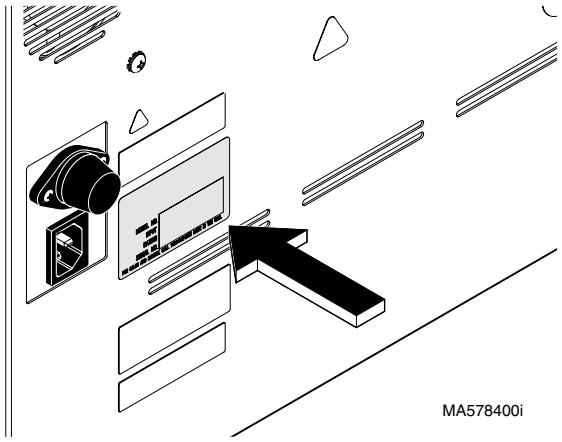

Figure 1-2. Model / Serial Number Location
(1) Refer to Figure 1-2 to determine the location of the model number and serial number of the unit and record this data.